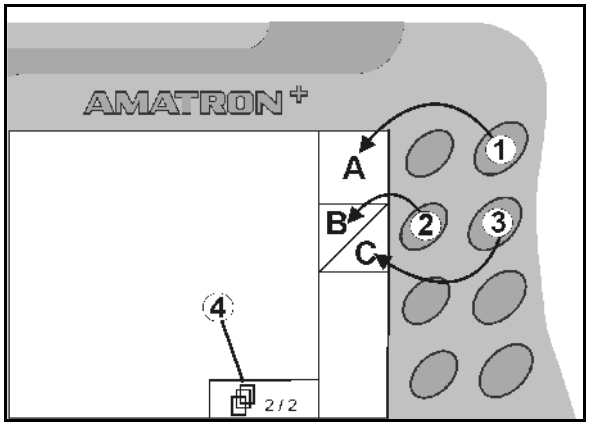

Fig. 8
- f boxes appear on the display, only the right key ((Fig. 8/1) is assigned to the function field (Fig. 8/A).
- o the left key (Fig. 8/2) is assigned to the top left function field (Fig. 8/B).
- o the right key (Fig. 8/3) is assigned to the bottom right function field (Fig. 8/C).
• Scroll to other menu pages (only possible if (Fig. 8/4) appears in display)